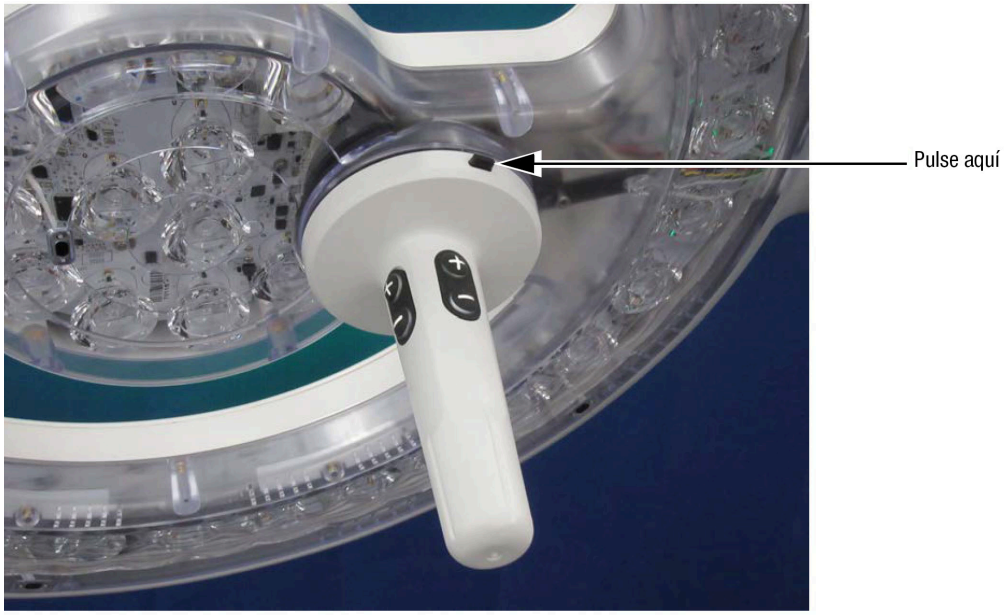

Figura 6-27. Pulse el botón superior del cuerpo del mango para retirar el mango.
1. Pulse el botón que se ubica en la parte superior del cuerpo del mango. Consulte la *Figura 6-27*.